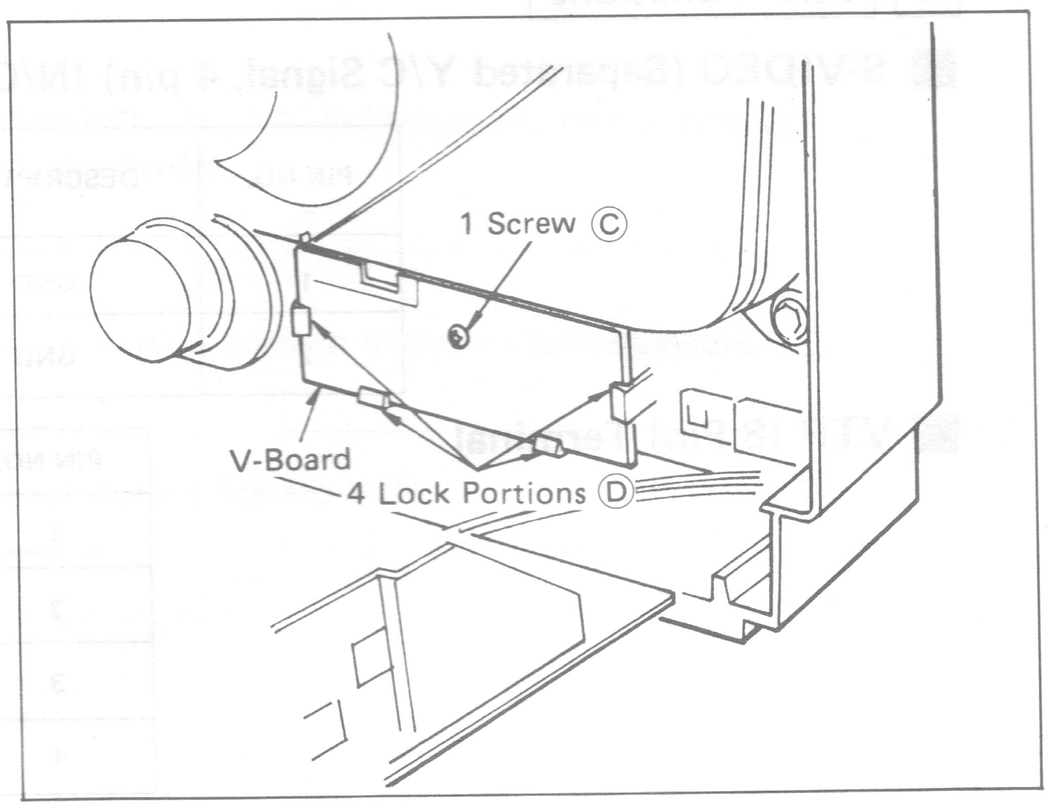

Fig. 6
(1) Remove the Back Cover.
(2) Carefully slide the board toward you the A-Board.
(3) Remove the 1 screw Ⓒ and 4 locking portions Ⓓ to remove the V-Board. (See Fig. 6)